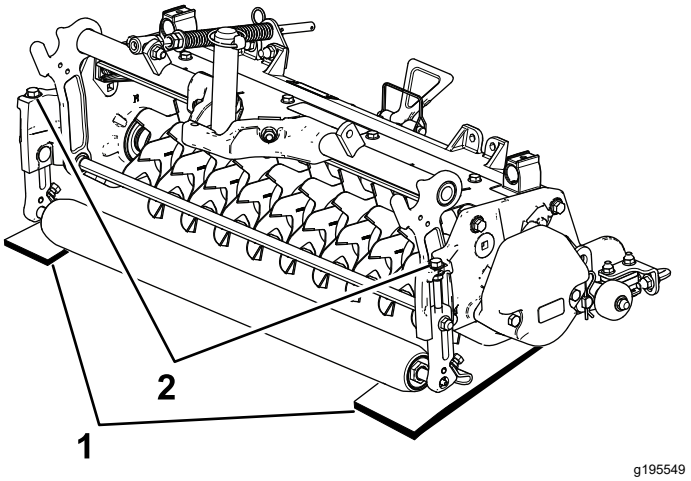

Figura 8
2. Coloque 2 barras de ajuste, cuyo grosor sea igual a la profundidad deseada de penetración en el suelo, debajo de los rodillos delantero y trasero del molinete de verticorte (en cada extremo del molinete) (Figura 8).
3. Gire el perno de ajuste de cada soporte de altura de corte (Figura 8) hasta que las cuchillas de la unidad de verticorte toquen la superficie nivelada en cada extremo.